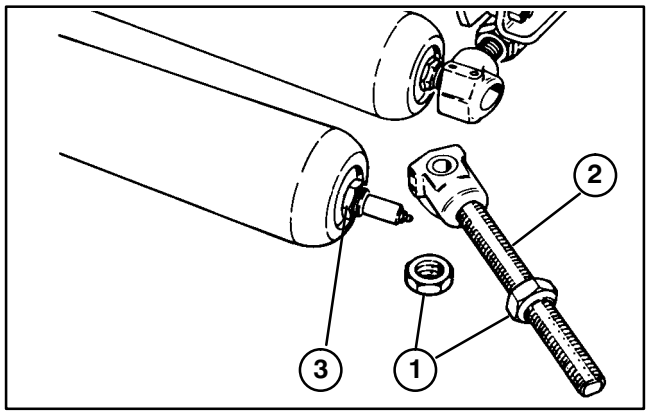

Figure 33
1. Remove the fasteners securing the guard and roller adjustment housing to the side plate (Fig 32) or unscrew the upper cone nut and drop the threaded rod out of the adjustment housing (Fig. 33).
2. The threaded rod and collar assembly can be removed from the roller by sliding it off the shaft at both ends (Fig. 33).
IMPORTANT: When assembling a new roller to the cutting unit mount the roller so that the roller shaft ''locknut'' is on the right side of the cutting unit (Fig. 33). (As viewed by the operator sitting on seat of machine). This prevents the lock nut from loosening during operation.